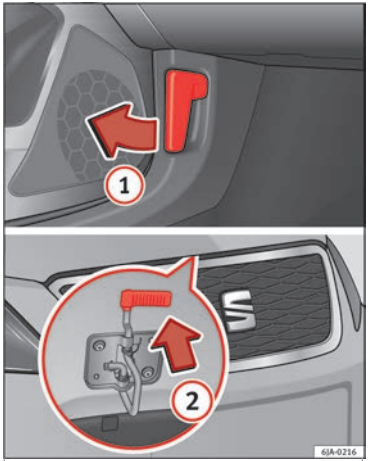

Fig. 7 Unlocking the bonnet.
- Opening the bonnet: Pull the lever under the dashboard ››› **Fig. 7** ①.
- Lifting up the bonnet: press the release catch under the bonnet upwards ››› **Fig. 7** ②. The arrester hook under the bonnet is released.